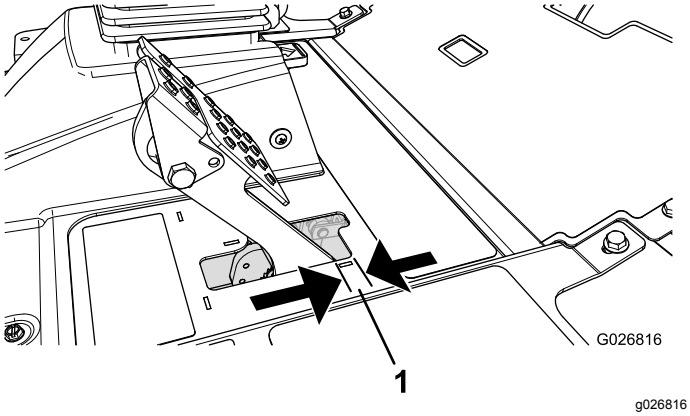

Figur 68
Juster bremserne, hvis bremsepedalen har mere end 2,5 cm fri vandring (Figur 68), eller hvis mere fastholdelseskraft er påkrævet. Fri vandring angiver den afstand, som bremsepedalen kan flyttes, før du mærker bremsemodstand.
2. Tilspænd den bageste møtrik for at flytte kablet bagud, indtil bremsepedalerne har 6,3 til 1,27 mm fri vandring (Figur 68), før hjulene låses.